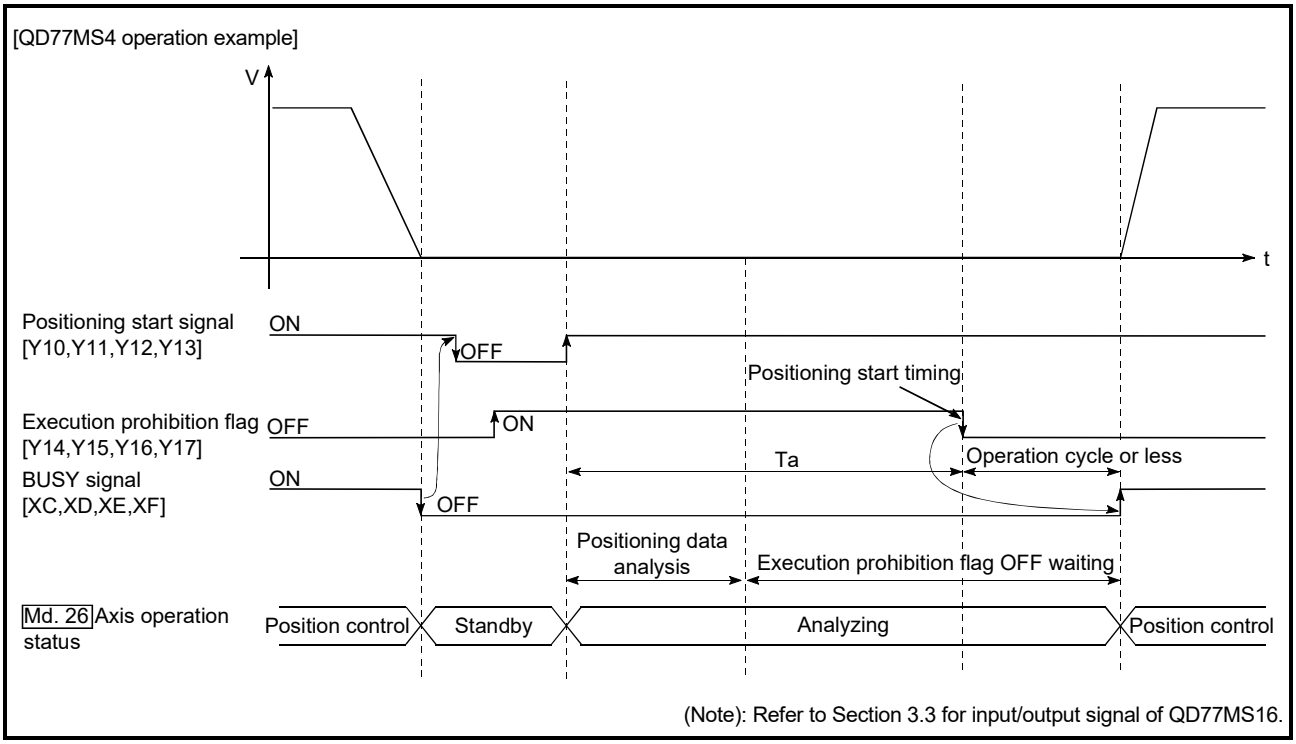

Fig. 13.46 Operations of pre-reading start function
The pre-reading start function is performed by turning ON the positioning start signal with the execution prohibition flag ON, or by executing the dedicated instruction (ZP.PSTRT1, ZP.PSTRT2, ZP.PSTRT3, and ZP.PSTRT4). However, if positioning is started with the execution prohibition flag ON, the positioning data is analyzed but servo start is not provided. While the execution prohibition flag is ON, "[Md.26] Axis operation status" remains unchanged from "5: Analyzing". The servo starts within operation cycle after the execution prohibition flag has turned OFF, and "[Md.26] Axis operation status" changes to the status (e.g. position control, speed control) that matches the control method. (Refer to Fig.13.46)
(1) The time required to analyze the positioning data is up to 0.88ms (QD77MS2/QD77MS4)/3.55ms(QD77MS16).
(2) After positioning data analysis, the system is put in an execution prohibition flag OFF waiting status. Any change made to the positioning data in the execution prohibition flag OFF waiting status is not reflected on the positioning data. Change the positioning data before turning ON the positioning start signal.
(3) The pre-reading start function is invalid if the execution prohibition flag is turned OFF between when the positioning start signal has turned ON and when positioning data analysis is completed (Ta<start time, Ta: Refer to Fig. 13.46).
(4) The data No. which can be executed positioning start using "[Cd.3] Positioning start No." with the pre-reading start function are No. 1 to 600 only. Performing the pre-reading start function at the setting of No. 7000 to 7004 or 9001 to 9004 will result in the error "Outside start No. range" (error code: 543).
(5) Always turn ON the execution prohibition flag at the same time or before turning ON the positioning start signal. Pre-reading may not be started if the execution prohibition flag is turned ON during Ta after the positioning start signal is turned ON. The pre-reading start function is invalid if the execution prohibition flag is turned ON after positioning start with the execution prohibition flag OFF. (It is made valid at the next positioning start.)